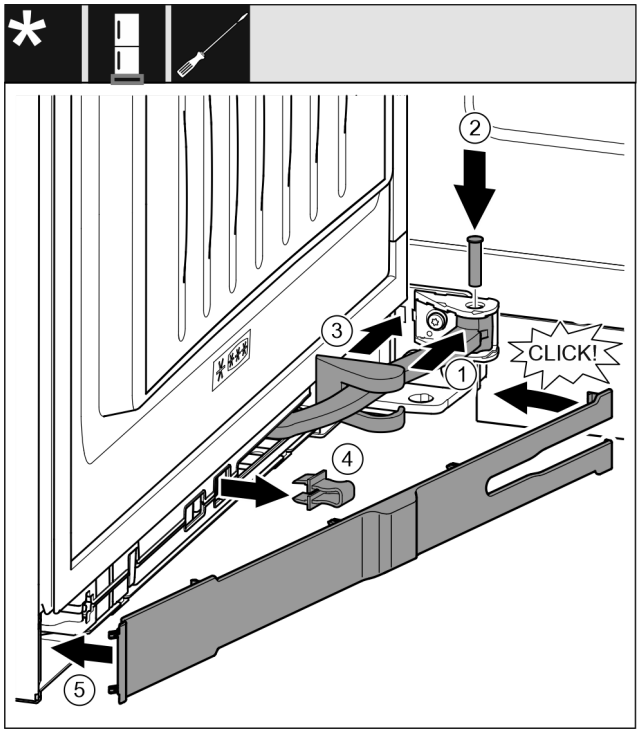

Fig. 69
▶ Turn the joint *Fig. 69 (1)* in the attachment.
▶ Use a screwdriver to insert the bolt *Fig. 69 (2)* into the attachment and the joint. Ensure that the latching cam is in the groove properly.
▶ Push the swap bearing block cover *Fig. 69 (3)* along the joint and use the attachment to fit it.
▶ Remove the safeguard *Fig. 69 (4)*.
▶ Place the trim *Fig. 69 (5)* on the handle side and swing in.